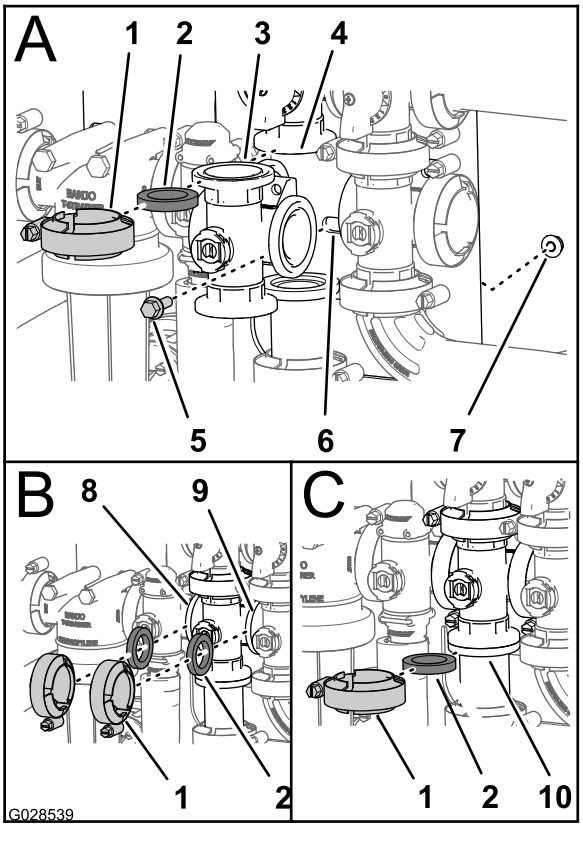

**Figur 102**
1. Innrett flensen på risteventilmanifoldet, en pakning og flensen på omløpsspak for risteventil (A av Figur 102).
2. Sett sammen risteomløpsventilen, pakningen og risteventilmanifolden med en klemme som du strammer for hånd (A av Figur 102).
3. Plasser en pakning mellom flensene på manifolden for mengderegulatorventilen og risteventilmanifolden (B av Figur 102).
4. Sett sammen mengderegulatorventil, pakningen og risteventilmanifolden med en klemme som du strammer for hånd (A av Figur 102).
5. Plasser en pakning mellom flensene på risteventilmanifolden og hovedbomventilen (B av Figur 102).
6. Sett sammen risteventilmanifolden, pakningen og hovedbomventilen med en klemme som du strammer for hånd (B av Figur 102).
7. Plasser en pakning mellom flensene på risteventilmanifolden og adapterfestet på risteregulatorventilen (C i Figur 102).
8. Sett sammen risteventilmanifolden, pakningen og adapterfestet med en klemme som du strammer for hånd (C i Figur 102).